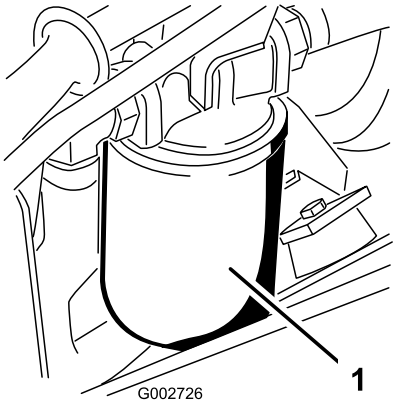

**Figuur 40**
3. Plaats een opvangbak onder het hydraulische filter dat zich bevindt op de linkerzijde van de machine (Figuur 40).